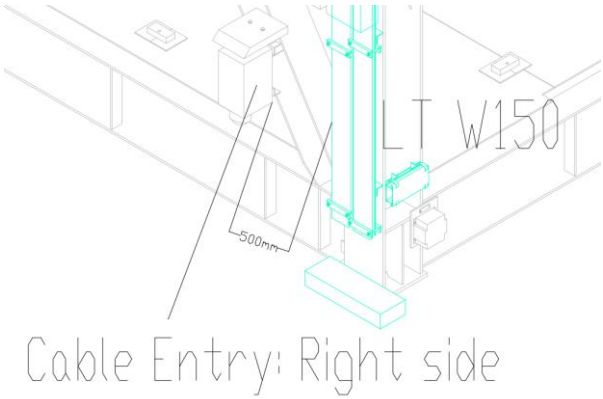

Figure 10 Cable Bending Radius Check at Cable Entry
- Instruction#6: Special attention shall be given to provide the enough clearance for yard cable bending radius at cable entry of E&I devices. The space for yard cable bending and cable entry of each devices shall be specified as per Figure 10. The required clearance shall be calculated based on the largest cable which is terminated to each equipment.